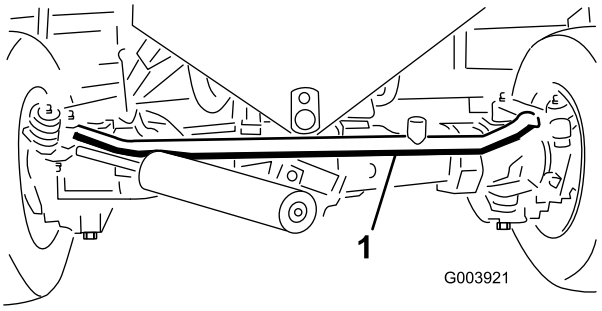

Figur 66
3. Lossa klämmorna på dragstångens bägge ändar (Figur 66).